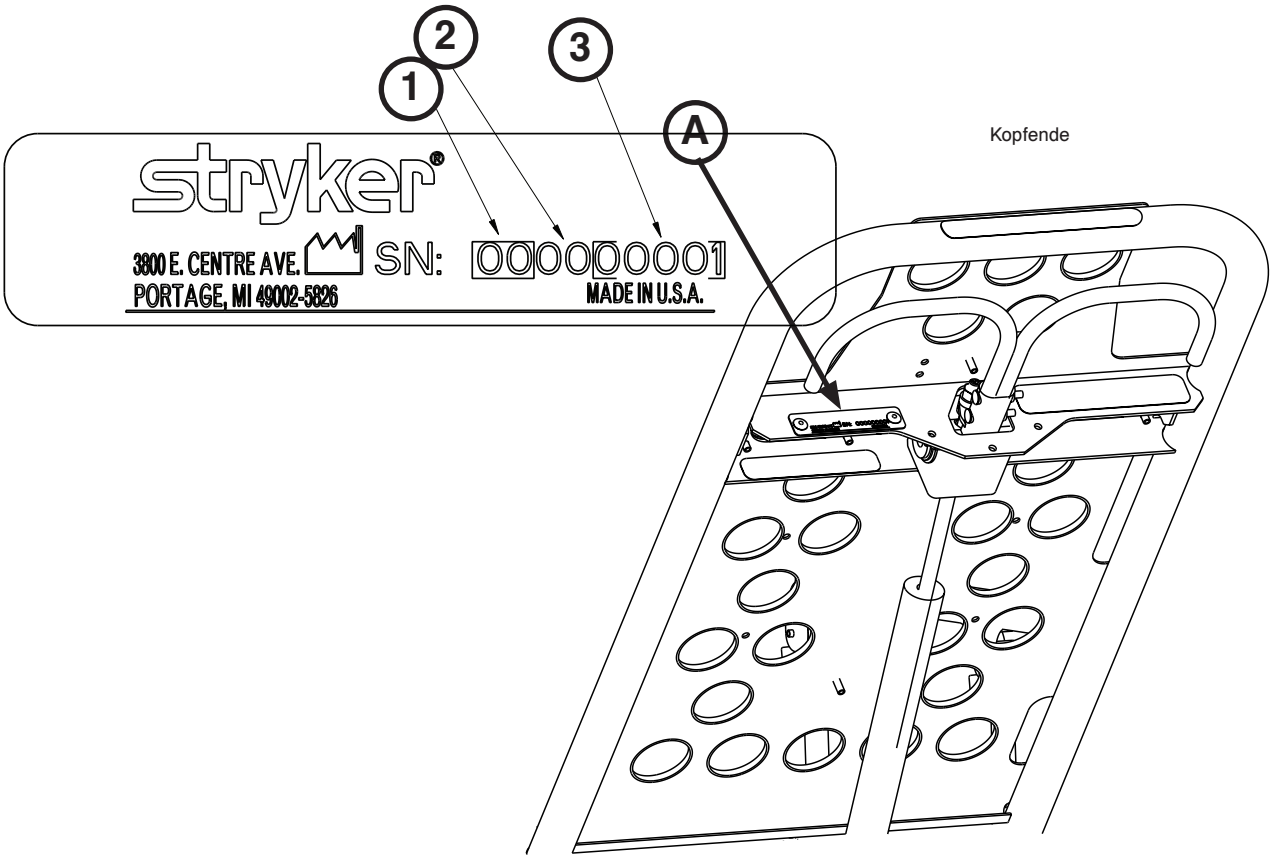

Abbildung 1
Bei Anrufen beim Stryker-Kundendienst oder technischen Support bitte die Seriennummer (A) des jeweiligen Stryker-Produkts (wie in Abbildung 1 dargestellt) bereithalten. Die Seriennummer bei allen schriftlichen Mitteilungen angeben.
Siehe Abbildung 1 und folgenden Schlüssel für weitere Informationen zur Seriennummer: